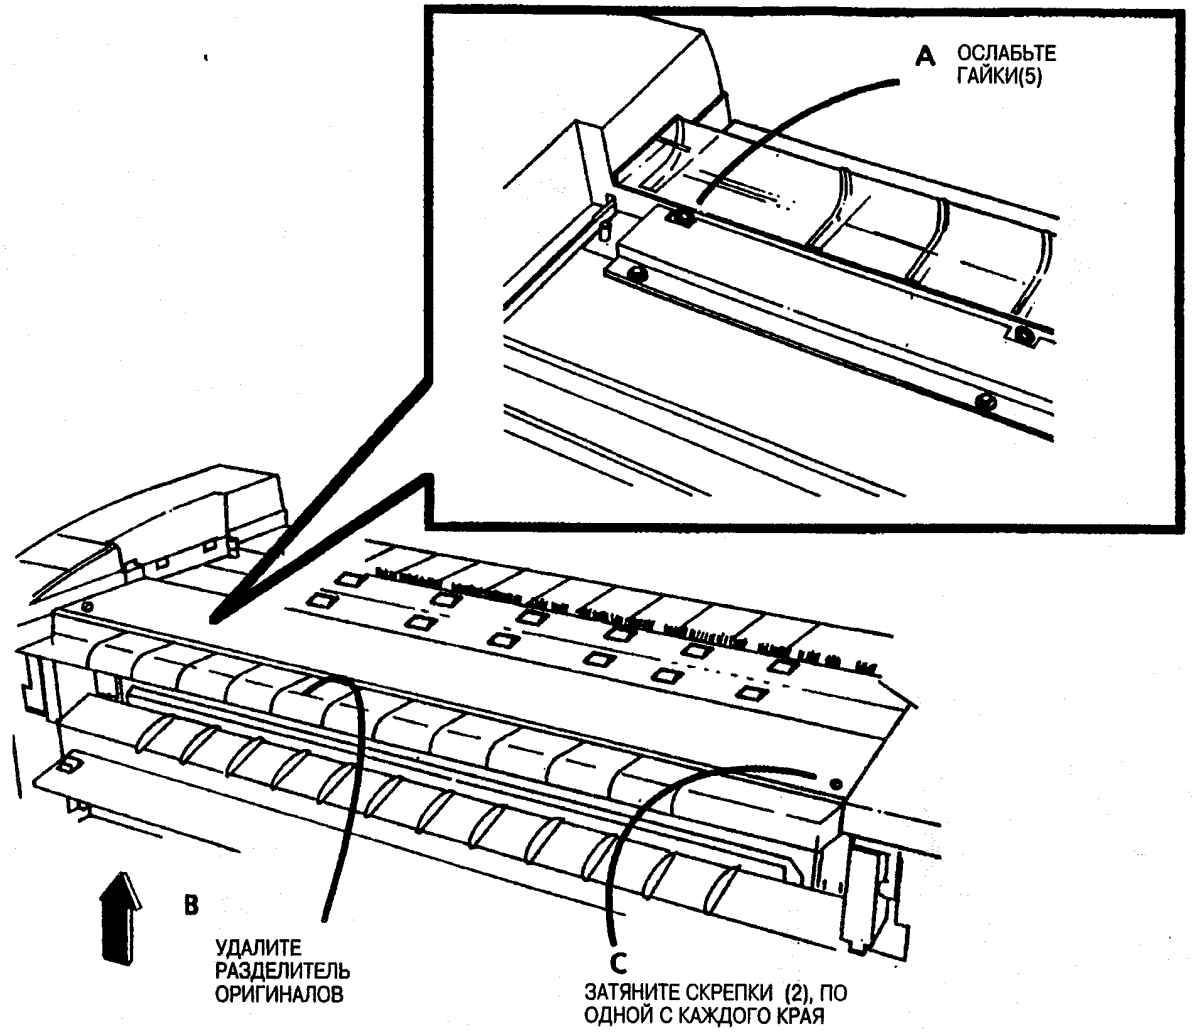

Рис. 4. Удалите разделитель оригиналов
11. (Рис. 4): Удалите разделитель оригиналов.